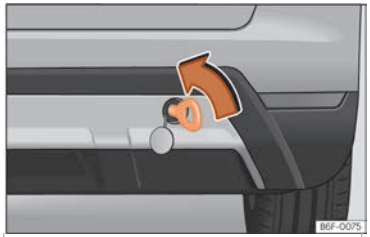

Fig. 47 No lado direito do para-choques traseiro: argola de reboque enroscada. »
- Enrosque a argola de reboque no alojamento girando-a ao máximo **no sentido contrário ao dos ponteiros do relógio** ››› Fig. 47››› ❗. Utilize um objeto adequado com o qual possa enroscar completa e firmemente a argola de reboque no seu alojamento.